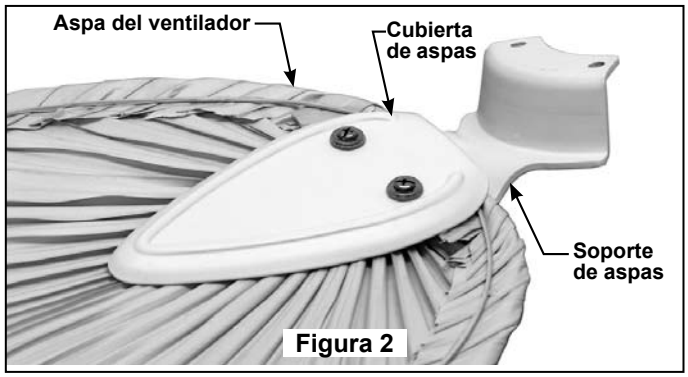

Figura 2
4. Ajuste los tornillos con el destornillador suministrado; no ajuste por completo. (Figura 2)